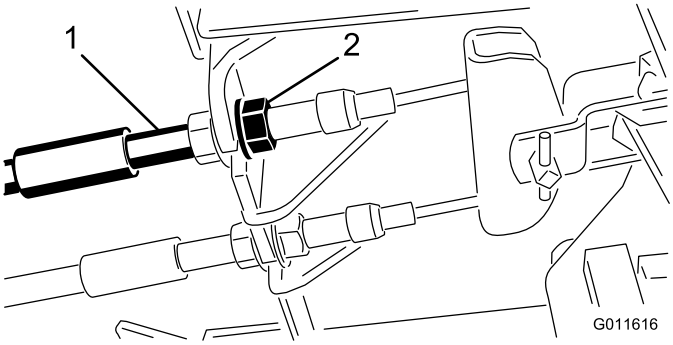

Figur 75
1. Dra åt bromsarna genom att lossa den främre muttern på bromskabelns gängade ände för att minska bromspedalernas spel (Figur 75).